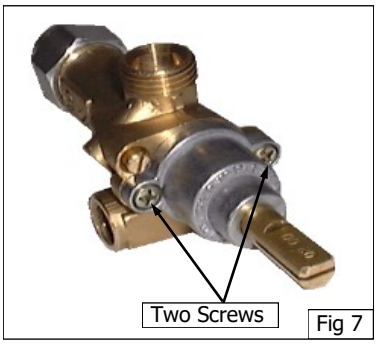

Fig 7
d. Remove 2 screws holding shaft plate to gas control body and remove control shaft and plate. (See Fig 7). Note orientation of shaft for correct re-assembly.